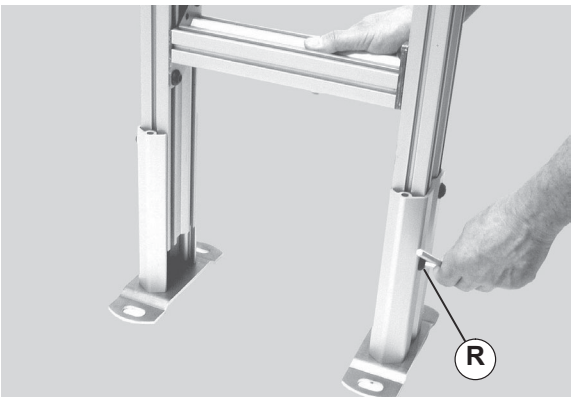

Figure 15
1. Loosen stand boot screws (Figure 15, item R).
Failure to secure screws (Figure 15, item R) may cause conveyor sections to drop down causing severe injury.
4. Tighten stand button screws (Figure 15, item R) to 150 in–lb (17 N–m).